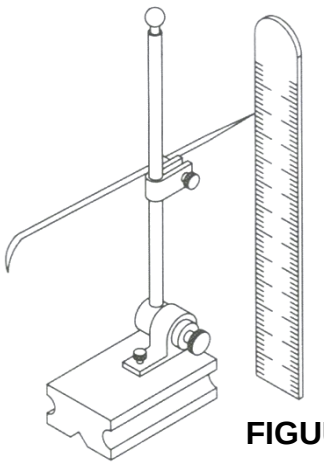

FIGUUR 6
3.5 Die skets in FIGUUR 6 toon 'n lesing wat met 'n krasblok geneem is. Watter ander meter kan gebruik word om dieselfde resultaat te verkry?